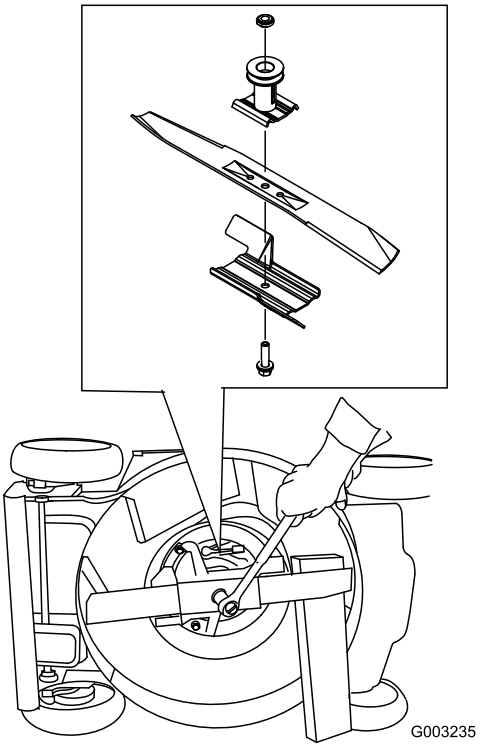

Figure 43
3. Use a block a wood to hold the blade steady (Figure 43).